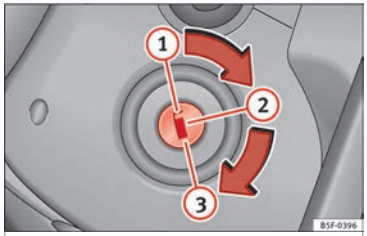

Fig. 185 Posiciones de la llave de contacto.
– Gire la llave hasta la posición (1) **››› fig. 185**.
– Extraiga la llave de encendido en la posición (1) **››› fig. 185 ›››** ⚠.